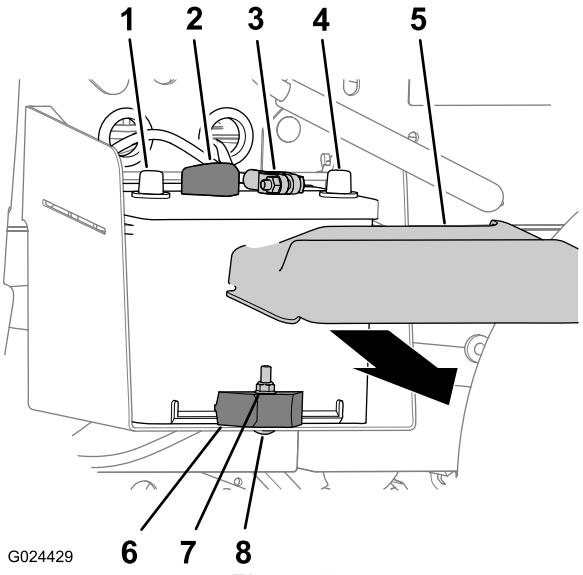

Figura 37
1. Rimuovete il coperchio della batteria dalla parte superiore della batteria stessa (Figura 37).
2. Scollegate il cavo positivo della batteria dal relativo morsetto (Figura 37).
3. Scollegate il cavo negativo della batteria dal relativo morsetto (Figura 37).
2. Eliminate dado di bloccaggio, bullone a testa tonda e morsetto della batteria che fissa la batteria al relativo vassoio (Figura 37).
3. Togliete la batteria dal relativo vassoio (Figura 37).
1. Montate la batteria sul relativo vassoio della macchina (Figura 37).
Nota: Accertate che i poli positivi e negativi della batteria siano allineati come mostrato in Figura 37.
2. Fissate la batteria al relativo vassoio con morsetto, bullone a testa tonda e dado di bloccaggio (Figura 37).
1. Collegate il cavo negativo della batteria al relativo morsetto (Figura 37).
2. Collegate il cavo positivo della batteria al relativo morsetto (Figura 37).
3. Montate il coperchio della batteria sulla parte superiore della batteria stessa (Figura 37).